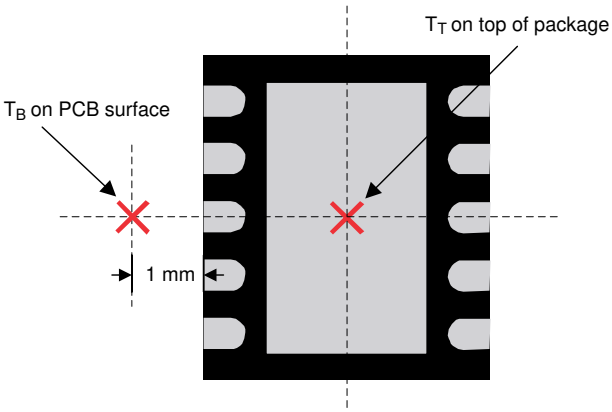

Figure 7-13. Package Thermal Measurement
- T_B is the PCB temperature measured 1mm away from the thermal pad package on the PCB surface (see Figure 7-13).